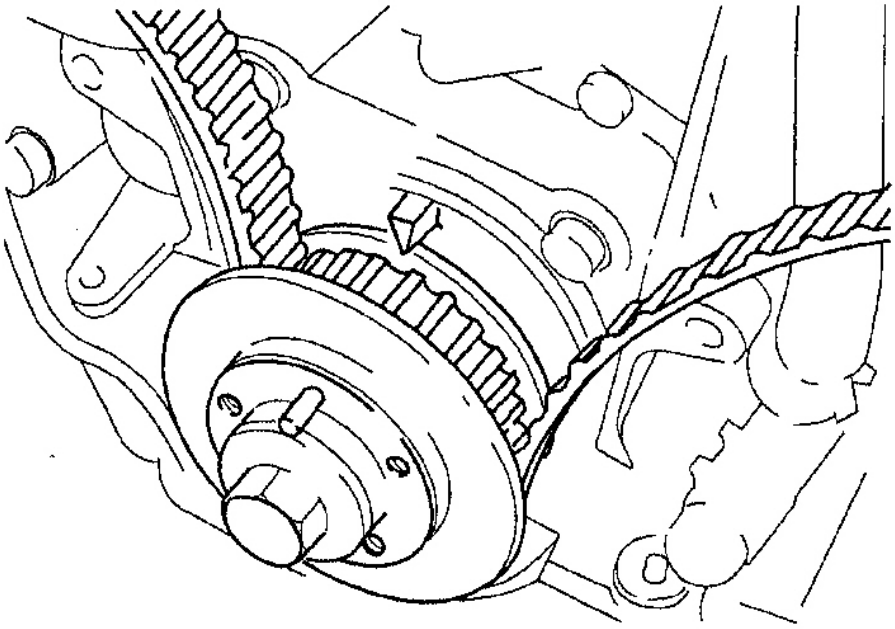
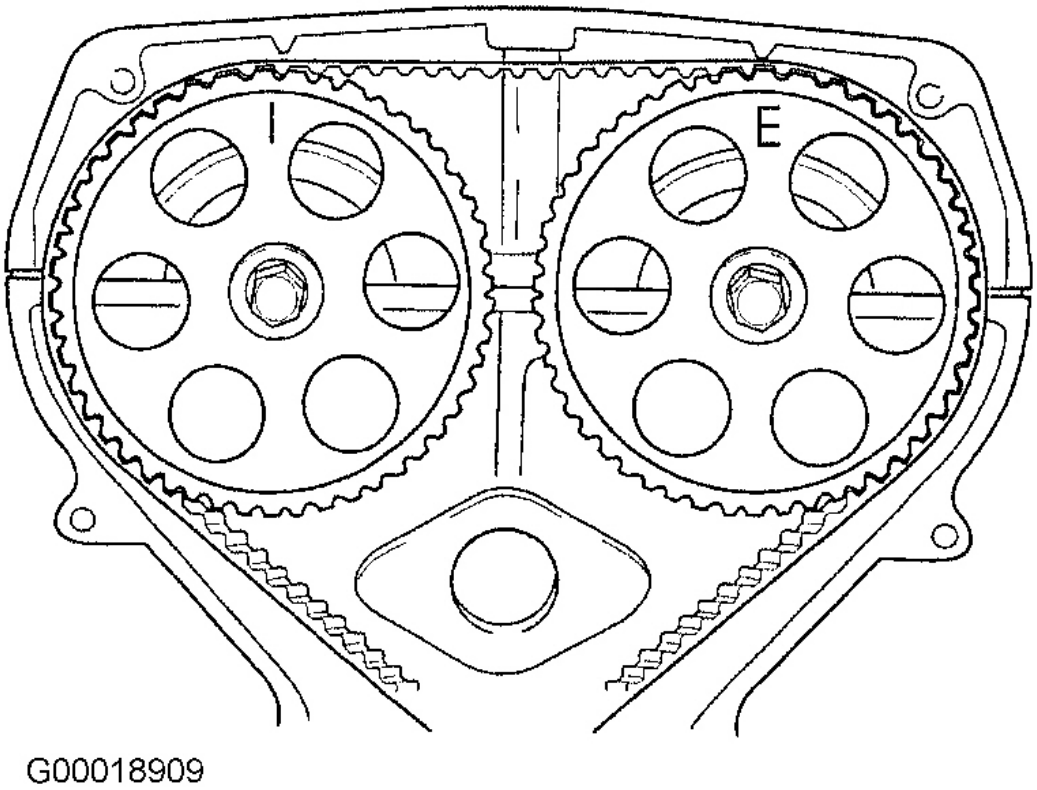
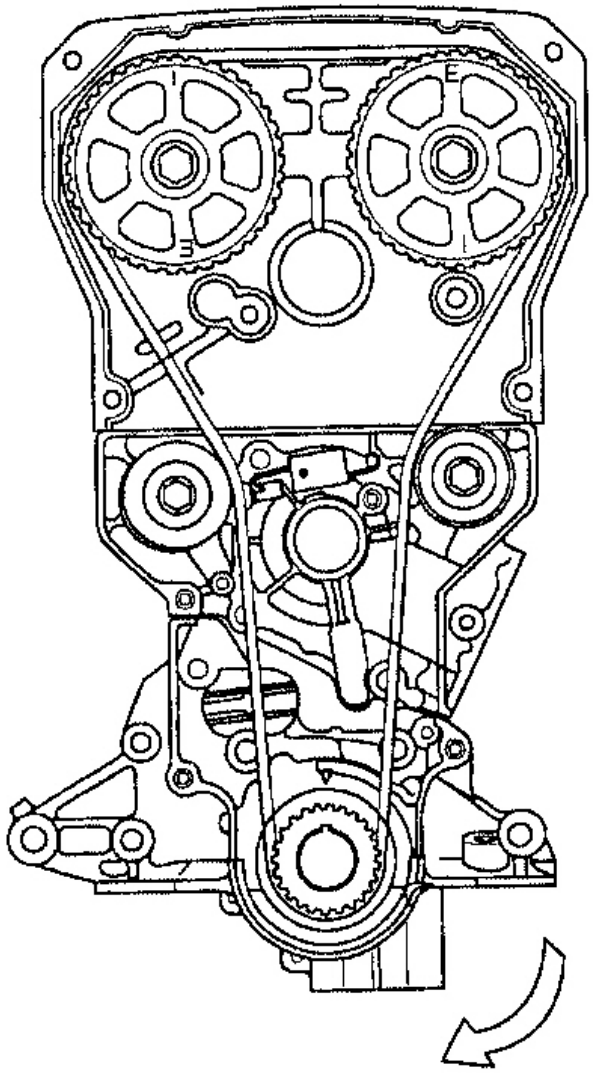

Fig. 3: Alineación de cigüeñal Timing Marcos (2 de 2)
Fig. 4: Localización de árbol de levas del piñón y de la culata de la cubierta Marcas
Fig. 6: Identificación de rotación y de encaminamiento de correas dentadas
3. Girar el cigüeñal de modo que la marca de sincronización en el piñón del cigüeñal está alineada con la marca de sincronización en el motor. Ver Figura 2 y Fig. 3 . Asegúrese de marca "I" en la rueda dentada del árbol de levas de admisión está alineado con la marca en la cubierta de culata de cilindro, y la marca "E" en la rueda dentada del árbol de levas de escape se alinea con la marca en la cubierta de culata de cilindro. Ver Fig. 4 .
1. Instalar polea del tensor. Tire polea del tensor a su punto más alejado, y apriete el perno de bloqueo. Compruebe que la marca de sincronización en la rueda dentada del cigüeñal está alineado con el cronometraje de la marca en el motor. Ver **Figura 2** y **Fig. 3** . Asegúrese de que el árbol de levas ruedas dentadas están alineadas con las marcas en la tapa de culata. Ver **Fig. 4** .
2. Instalación de correa de distribución en la rueda dentada del cigüeñal primera, la polea tensora a continuación, la rueda dentada del árbol de levas de escape, la rueda dentada del árbol de levas de admisión, y, finalmente, la polea del tensor. Ver **Fig. 6** . Asegúrese de que no hay holgura en la correa entre la polea loca y la rueda dentada del árbol de levas de escape, o entre admisión y escape del árbol de levas ruedas dentadas.
4. Girar el cigüeñal dos vueltas completas (hacia la derecha solamente), y alinear la marca de sincronización en el piñón del cigüeñal con marca de sincronización en el bloque del motor. Ver **Fig. 6** . Asegúrese de que las marcas en las ruedas dentadas del árbol de levas se alinean con las marcas en la tapa de culata. Ver **Figura 2** , **Fig. 3** y **Fig. 4** . Si las marcas no están alineadas, quite la correa de distribución y repita el proceso de instalación del tensor.